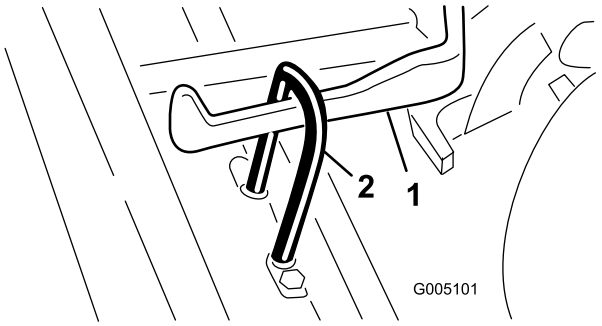

Figur 10
3. Skyd klippeenheden ind under trækrammen, samtidig med at du fastgør løftekrogen på løftearmen (Figur 10).